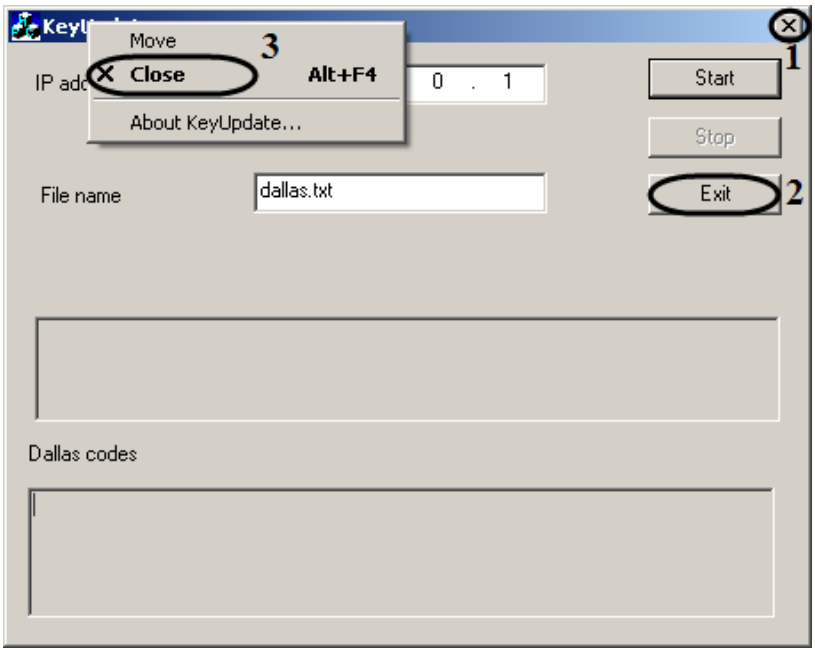

Figure 12.12-2 Shutting-down the MatrixCodeReader.exe
4. Click the button in right upper corner of Close dialog window (Figure 12.12-2,1);
5. Press a combination of keys «Alt»+«F4» (Figure 12.12-2,2);
6. Click «Exit» button in the dialog window (Figure 12.12-2,3).